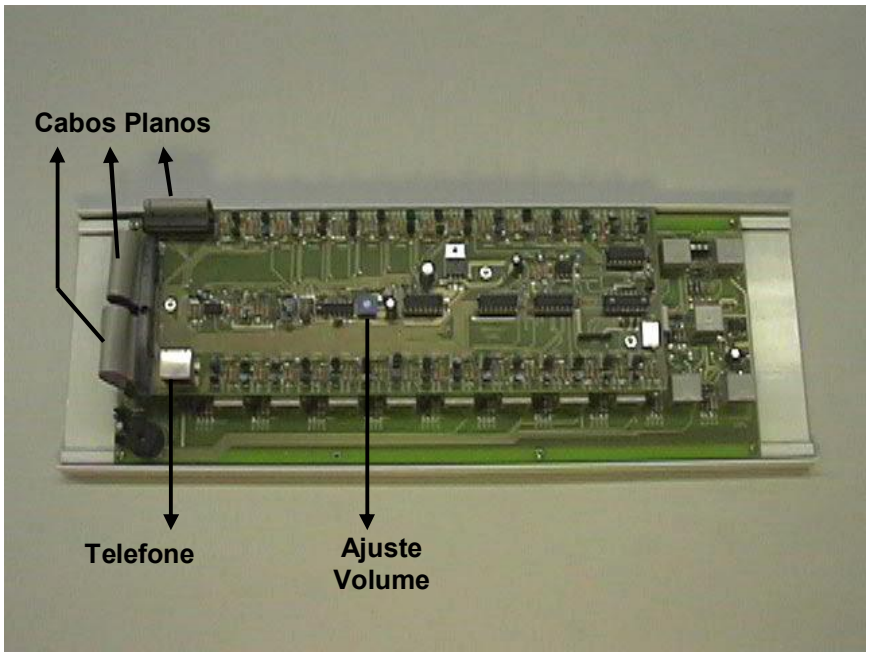

Figura 7 – Placa de Voz no Painel
j. Se o Sistema de Chamada for configurado com Viva-Voz, reinstale a placa de voz e, em seguida, conecte o cabo vindo do telefone ao soquete RJ-45 localizado na placa de voz. Veja a **Figura 7** abaixo.